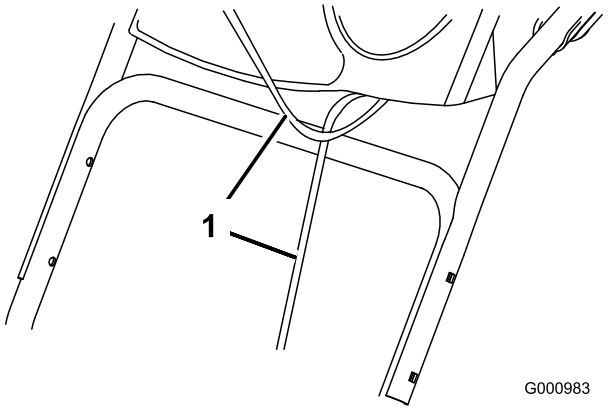

Figuur 3
1. Til de bovenste handgreep op en draai deze. Plaats de handgreep boven de onderste handgreep (Figuur 3).